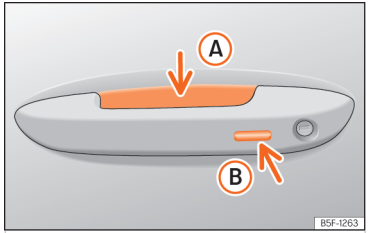

Abb. 74 Türgriff: Sensorflächen.
››› (Abb. 74)
- Berühren Sie die auf der Außenseite des Türgriffs befindliche Sensorfläche ››› (Abb. 74) Ⓑ. Alle Blinker leuchten einmal auf.
- Berühren Sie innerhalb von 5 Sekunden einmal die auf der Außenseite des Türgriffs befindliche Sensorfläche ››› (Abb. 74) Ⓑ. Ergreifen Sie dabei nicht den Türgriff. Das System Keyless Access ist jetzt vorübergehend deaktiviert.